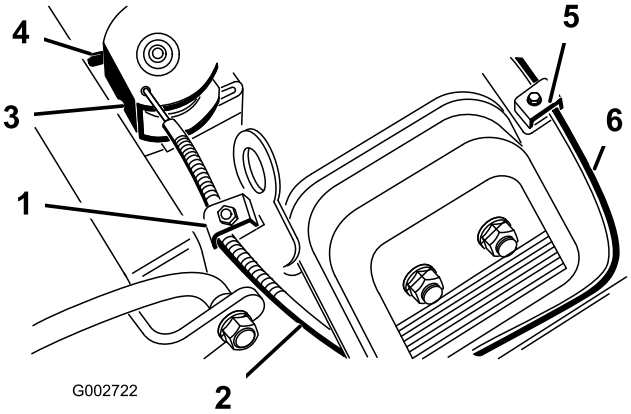

Figur 37
2. Løsne klemskruen som fester kabelen til motoren (Figur 37).
4. Dra kraftig i gasskabelen til bakdelen av svivelen kommer i kontakt med stopperen (Figur 37).
4. Dra kraftig i chokekabelen (Figur 37) til chokeventilen er helt lukket, og stram deretter klemskruen som fester kabelen.